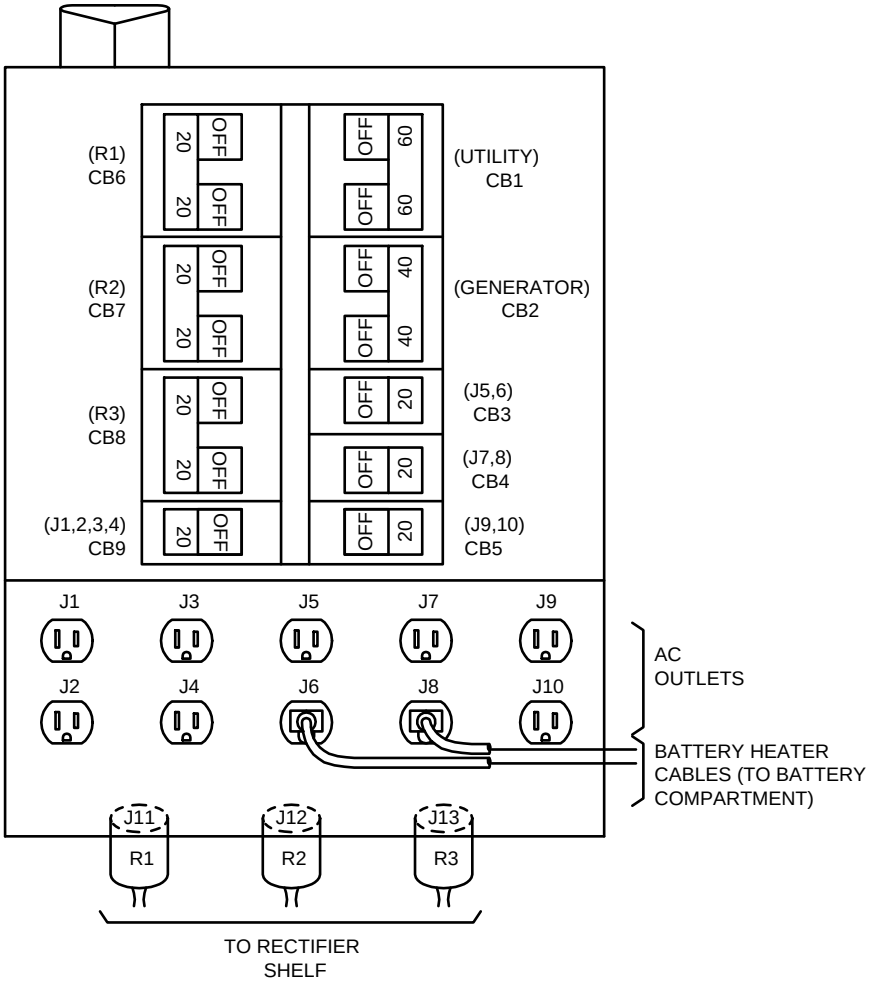

**Figure 1 – AC Power Panel in ED-7C703-30 80E Cabinet**
1. On AC power panel, verify that AC power (utility) **CB1** circuit breaker is off and **CB6** (R1), **CB7** (R2), and **CB8** (R3), circuit breakers (for AC feeders to rectifier shelf) are also off [Figure 1].